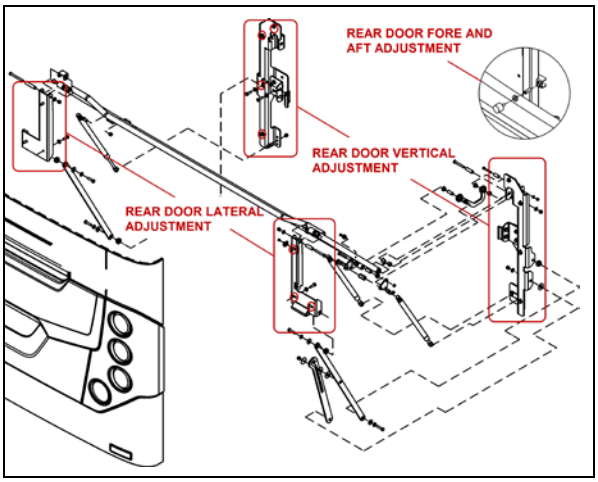

FIGURE 106: ENGINE COMPARTMENT DOOR 18633_1
1. To adjust the door VERTICAL position, loosen the bolts (4 on each side) holding the door supporting arm and gas springs bracket to the *vehicle structure* (Figure 106).
2. To adjust the door LATERAL position, loosen the bolts (3 on each side) holding the door supporting arm and gas springs bracket to the *door* (Figure 106).
3. Adjust the door FORE & AFT position by screwing/unscrewing the rubber door stops on each side of the door opening (Figure 106).